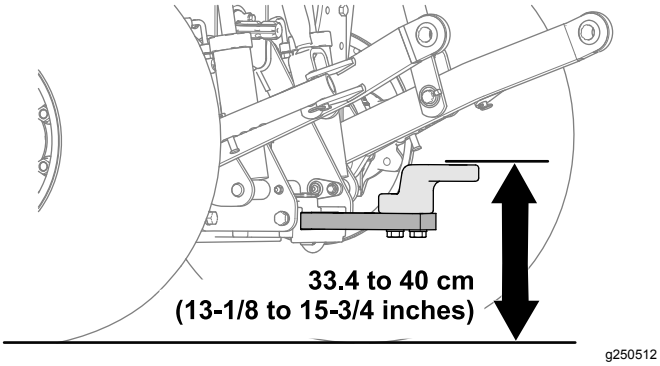

Figur 21
- Arbeidshøyde: 33,4 til 40 cm, se Figur 21.